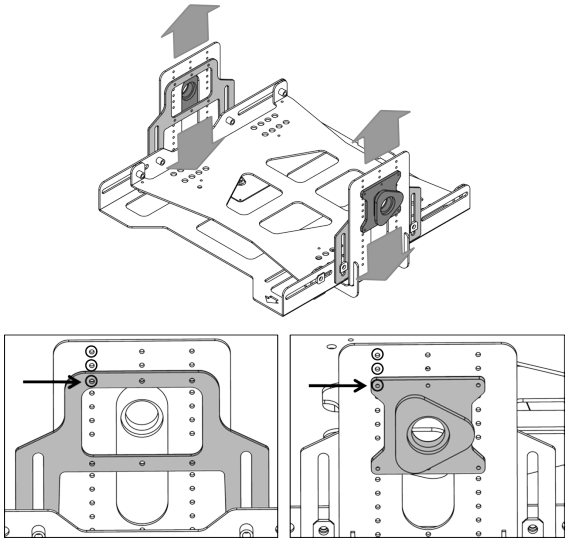

Figure 3-26 Vertical height adjustment roadster
1. Ensure that the (6) screws are located starting at the third set of holes from the top (bottom illustrations in ***Figure 3-26***).